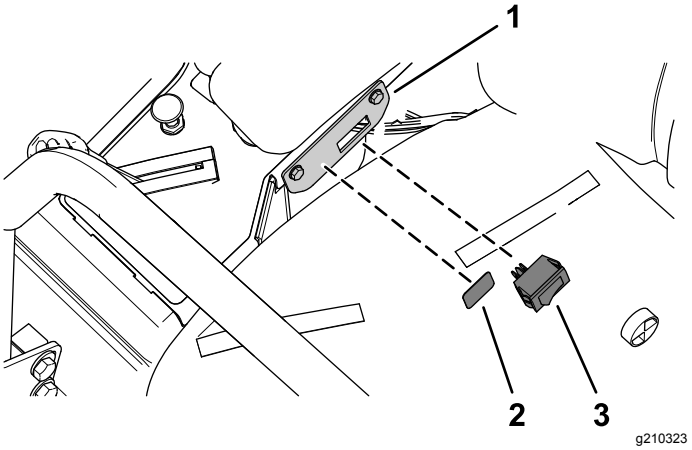

Figuur 8
2. Steek de tuimelschakelaar in de beugel van de lichtschakelaar (Figuur 8).
3. Breng de sticker voor de lichtschakelaar aan op de beugel van de lichtschakelaar (Figuur 8).